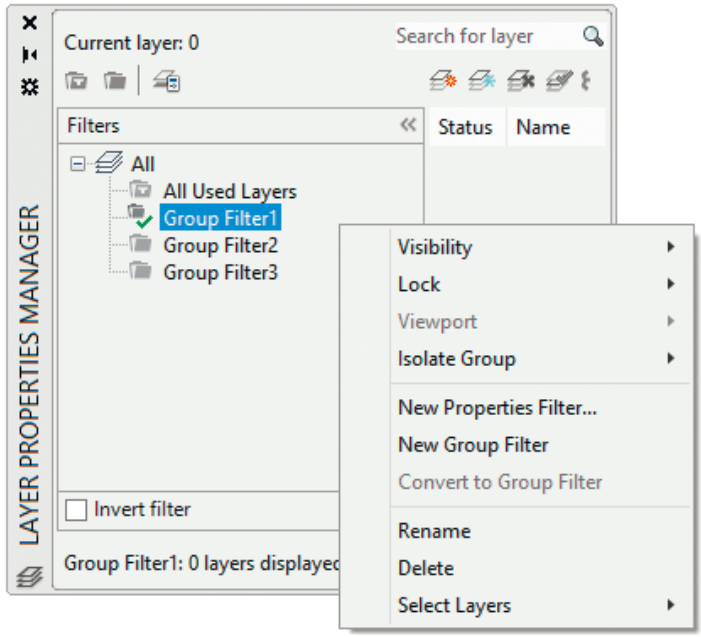

Рис. 2.22. Пример контекстного меню диалогового окна
- *диалоговое окно* – вызывается щелчком правой кнопкой мыши на элементе диалогового окна. Доступно не для всех диалоговых окон и, как правило, связано либо с раскрывающимися списками, либо с полями для ввода значений и позволяет удалять, переименовывать отдельные пункты списка или работать с буфером обмена (рис. 2.22);